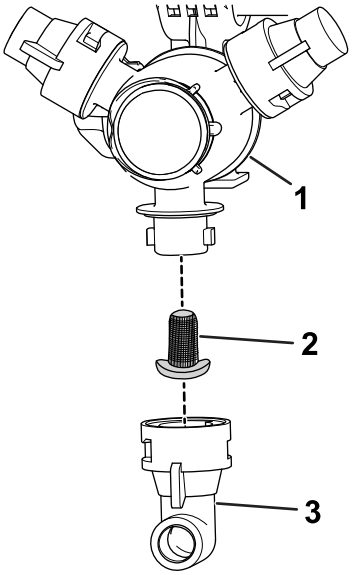

Figur 16
2. Ta bort munstycket från spruttornet (Figur 16).
3. Avlägsna munstycksfiltret (Figur 16).
5. Montera munstycksfiltret (Figur 16).
6. Montera munstycket på spruttornet (Figur 16).